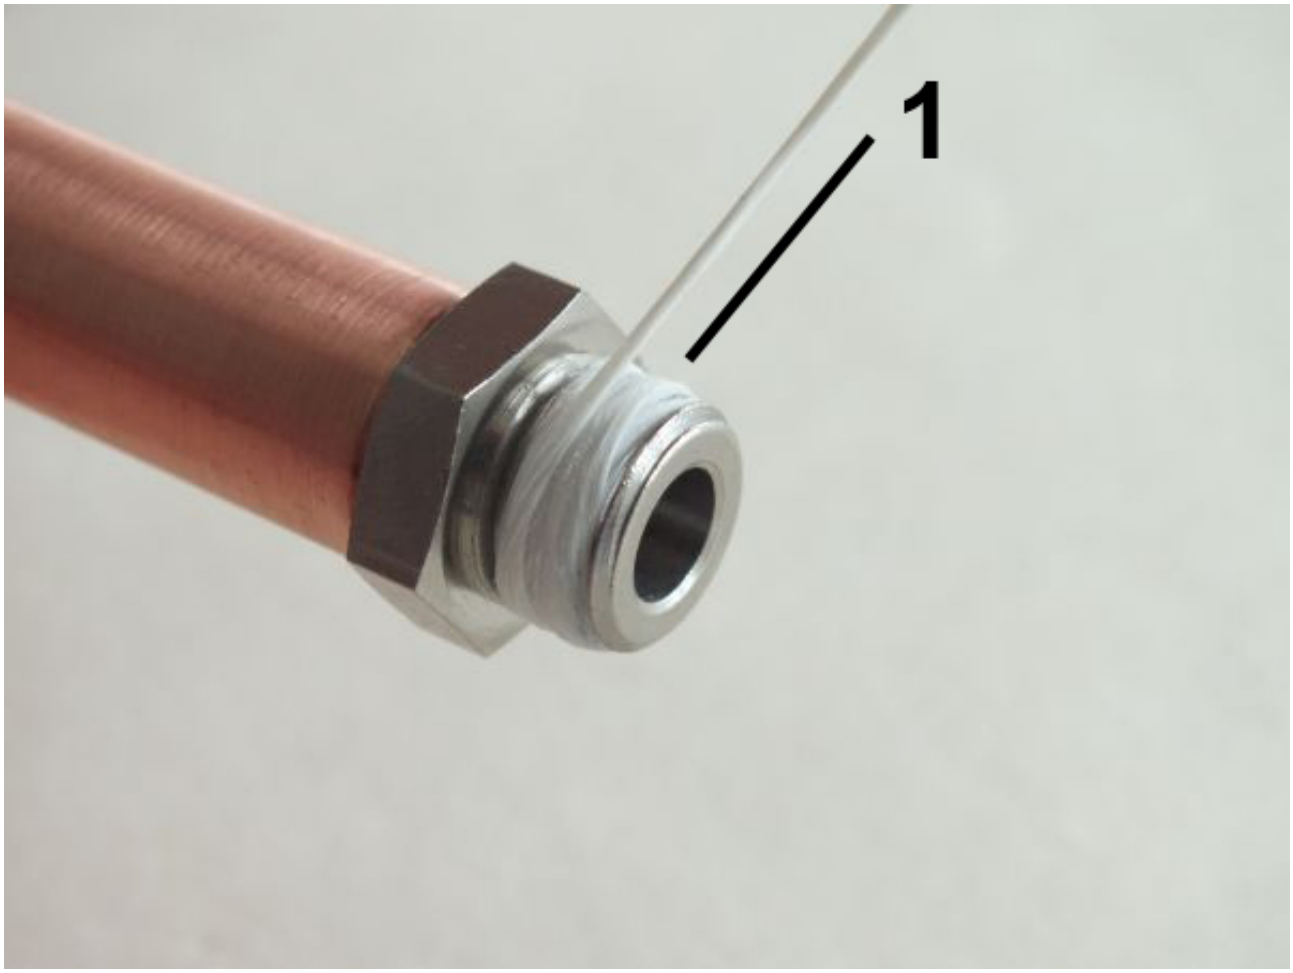

Fig. 9: Apply sealing strip
2. Apply sealing strip (*Fig. 9*/1) to the napped thread in the thread-direction. Observe the quantity recommended by the sealant manufacturer